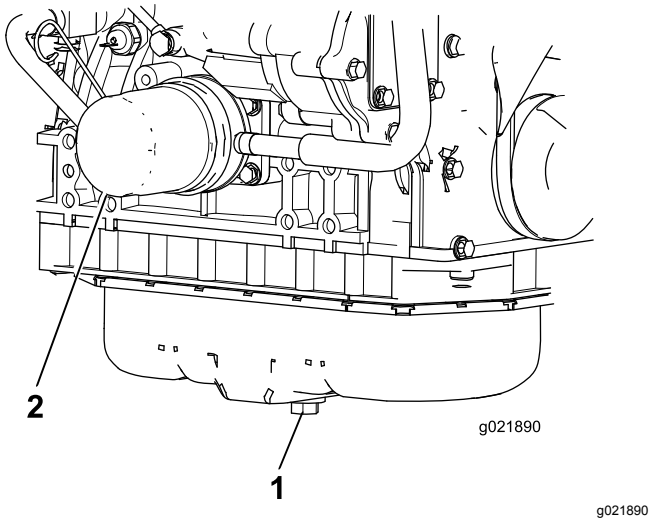

Figur 83
1. Ta bort avtappningspluggen och låt oljan rinna ner i ett avtappningskärl (Figur 83).
3. Avlägsna oljefiltret (Figur 83).